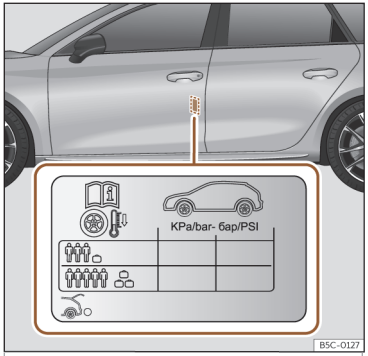

Fig. 229 Posizione dell'adesivo della pressione di gonfiaggio comfort degli pneumatici.
- Adattare la pressione degli pneumatici al carico del veicolo››› **fig. 229**.
I valori della pressione di gonfiaggio degli pneumatici sono riportati sull'etichetta adesiva situata nella zona posteriore del telaio della porta anteriore sinistra››› **fig. 229**.
Adeguare la pressione di gonfiaggio degli pneumatici al carico del veicolo. Se il veicolo verrà caricato al massimo, è necessario aumentare la pressione di gonfiaggio al valore di carico più elevato indicato sull'etichetta adesiva››› **fig. 229**.
Nel caso del ruotino di scorta (125/70 R16 o 125/70 R18), gonfiare a 4,2 bar come indicato nell'etichetta della pressione degli pneumatici››› **fig. 229**.
- **Il conducente è responsabile che tutti gli pneumatici del veicolo siano gonfiati alla pressione corretta. La pressione di gonfiaggio consigliata è indicata in un adesivo ››› fig. 229.**
- **Con gli pneumatici freddi, si deve mantenere sempre la pressione indicata sull'adesivo››› fig. 229 .**